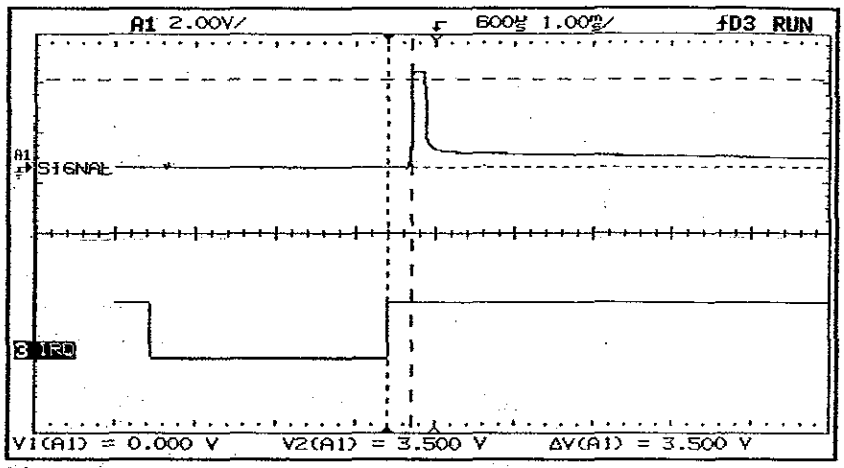

Figure 75
12. Verify that after ≈300µs from the rising edge of TP4, there is a ≈180µs pulse >3.5V (see Figure 75).